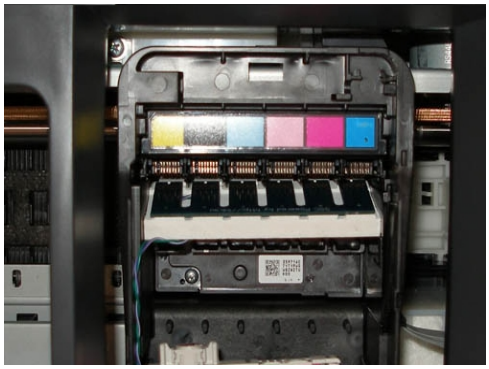
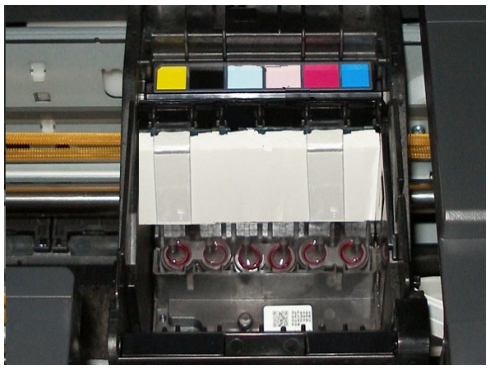
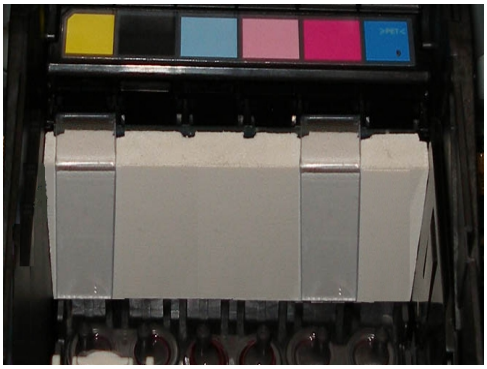

**рис.4**
**рис.5**
**рис.6**
**Установите планку с чипами (рис.4), плотно прижмите фиксатором (рис.5, рис.6).**